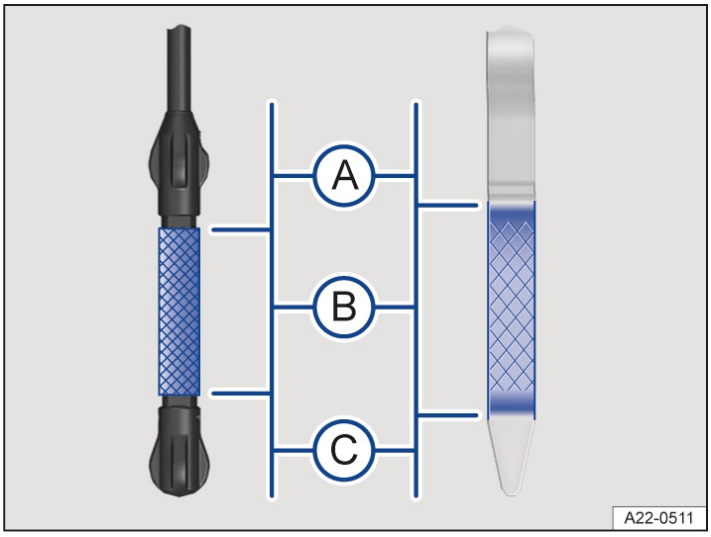

Fig. 2 Engine oil level markings on the oil dipstick (versions).
3. Remove the dipstick again and read the oil level on the dipstick as described below→ *fig. 2*: